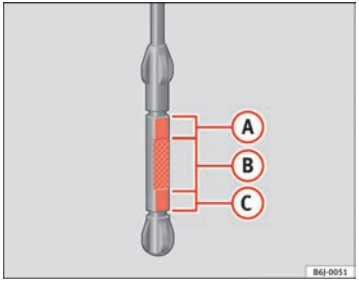

Fig. 113 Engine oil dipstick
- Then pull it out once more and check the oil level ⇒ fig. 113. Top up with engine oil if necessary.